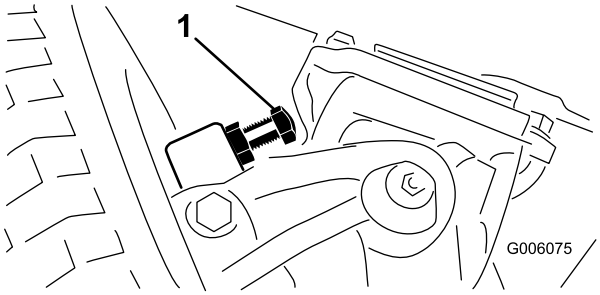

Figur 60
1. Skruva in eller ut bultarna tills ett spel på 2,286 mm erhålls (Figur 60).